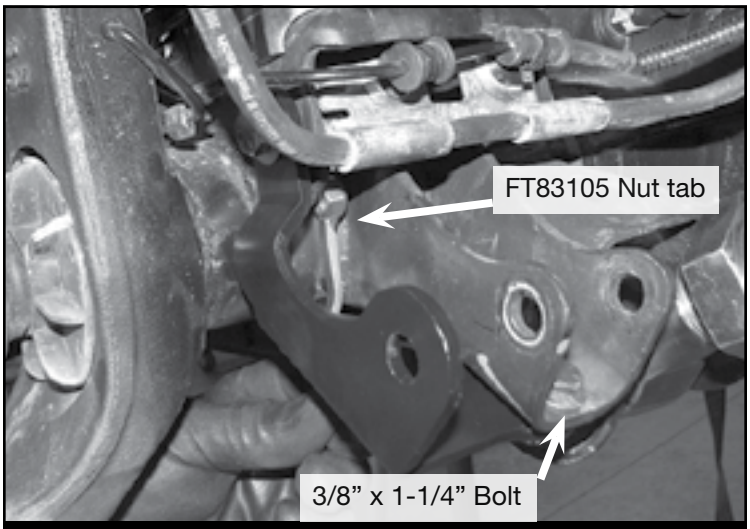

FIGURE 20 - STEP 18
18. Install the new bracket using the 3/8” hardware and FT83105 (Nut tab) with the factory brake line bracket. Torque to 31 ft-lbs. Install the supplied 3/8” x 1-1/4” bolt, washers and nut to secure the new bracket to the factory lower shock mount **SEE FIGURE 20**